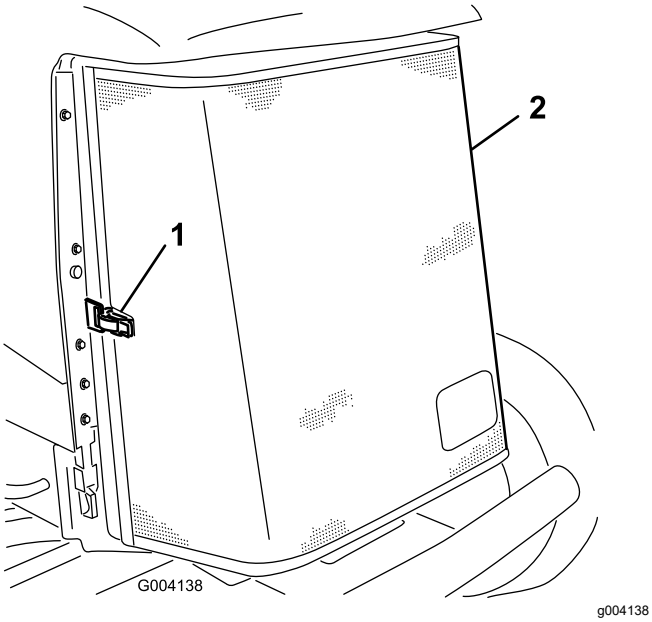

Figuur 93
3. Maak de sluiting los en draai het achterscherm open (Figuur 93).